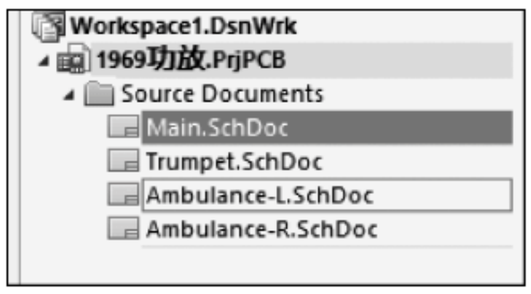

图 1-33　绘制完成的各个原理图
L. SchDoc 和 Ambulance-R. SchDoc，完成子电路的绘制。绘制完后，对整个工程进行位号标注并保存好。最终工程中包含的文件如图 1-33 所示。